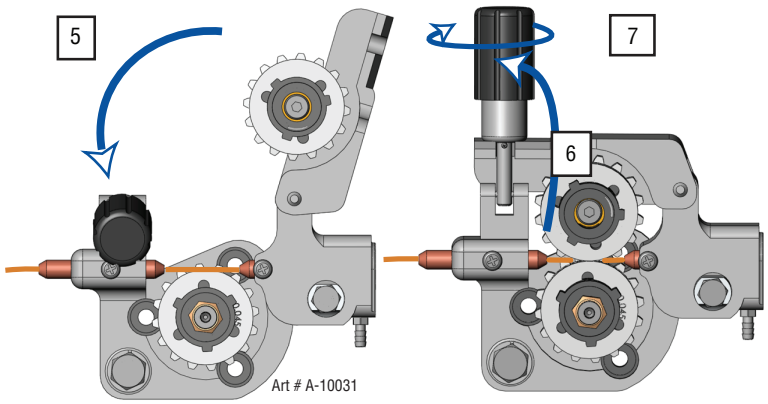

Figura 3-12: Fechando o braço pressionador e ajustando a tensão
5. Feche o braço pressionador do rolete. (Figura 3-12)
6. Deslize o knob de ajuste da pressão da mola de volta ao seu lugar. (Figura 3-12)
7. Use o knob de ajuste da pressão da mola para criar uma pressão adequada. (Sentido horário aperta e anti-horário afrouxa). (Figura 3-12)